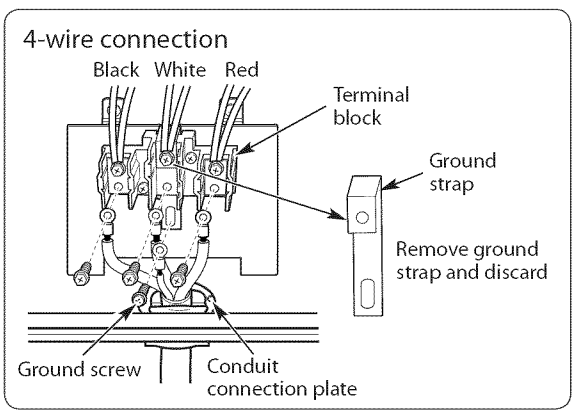

FIgURE 9
1. Remove the lower 3 screws from the terminal block and retain them. (Refer to Figure 9.)
2. Remove ground strap and discard as show in in Figure 9.